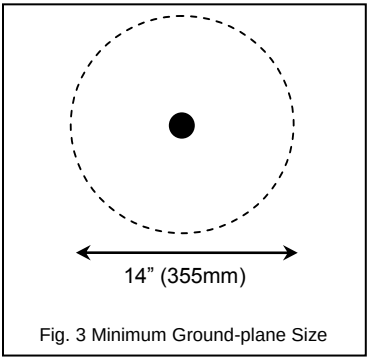

Fig. 3 Minimum Ground-plane Size
B. For best performance, the metallic ground-plane installation surface should be approximately 14" (355mm) diameter or greater. See Figure 3.